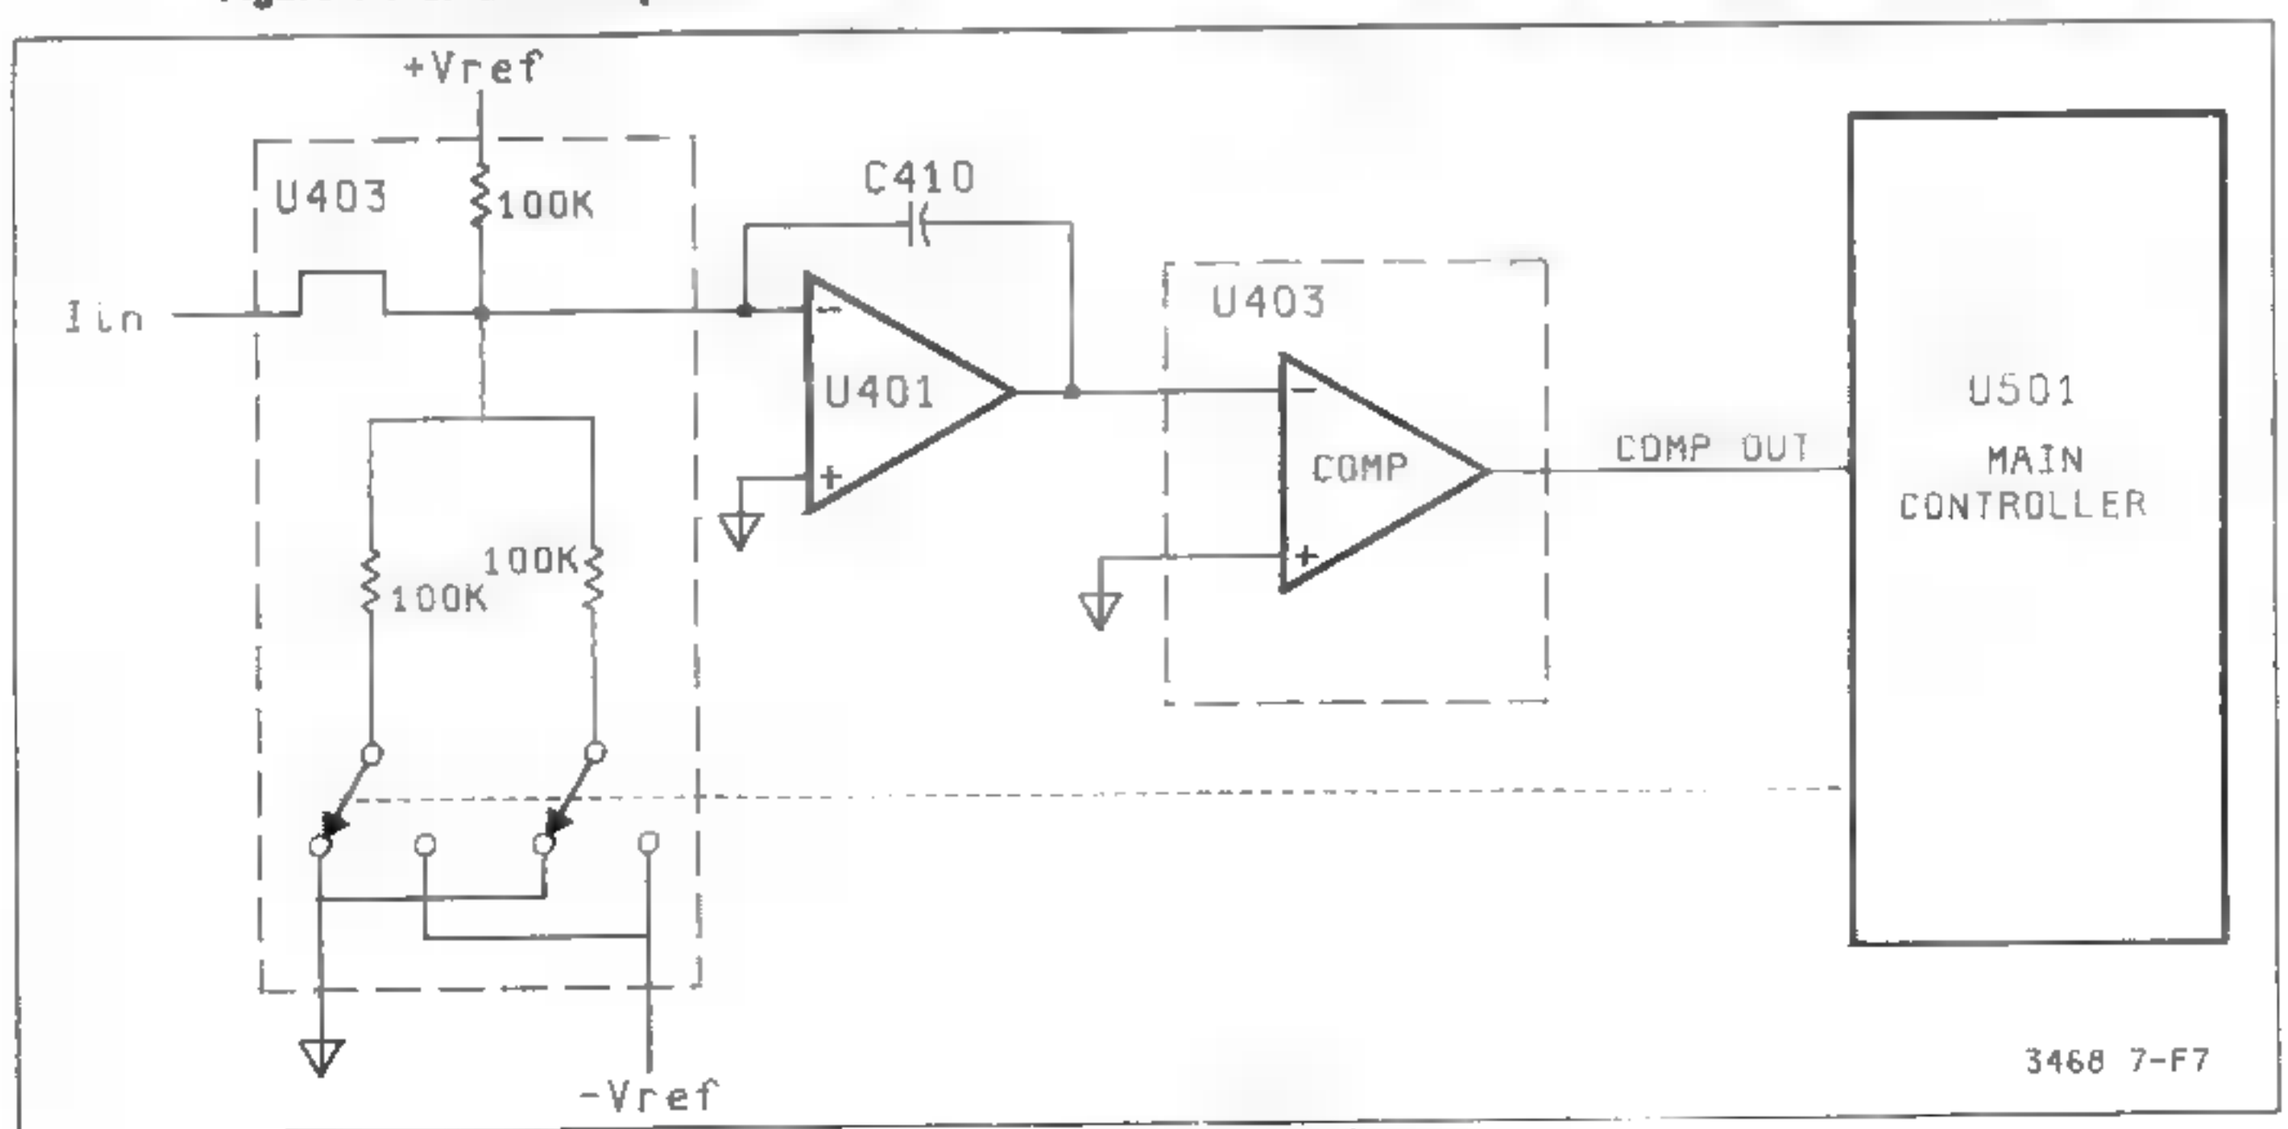

Figure 7-F-7. Simplified A/D Converter
a. When runup starts, the input voltage (A/D Converter input voltage, not instrument input voltage) is applied to integrator U401. The resultant input current (Iin) then charges integrator capacitor C410 and a certain slope (output of the integrator) is then developed. This happens at time period T1 (see Figure 7-F-8). (The input voltage is always applied during runup.)